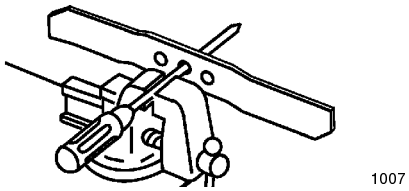

**Figure 22**
1. Check the balance of the blade by placing the center hole of the blade over a nail or screwdriver shank clamped horizontally in a vise (Fig. 22).